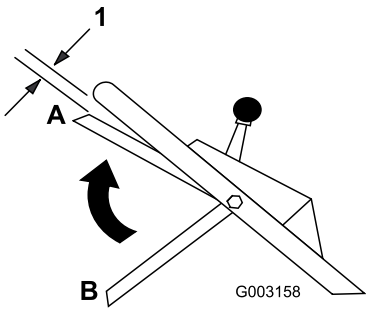

Figuur 18
9. Trek de bedieningsstang omhoog tot ongeveer 2,5 cm onder de handgreep; zie positie A in Figuur 18.